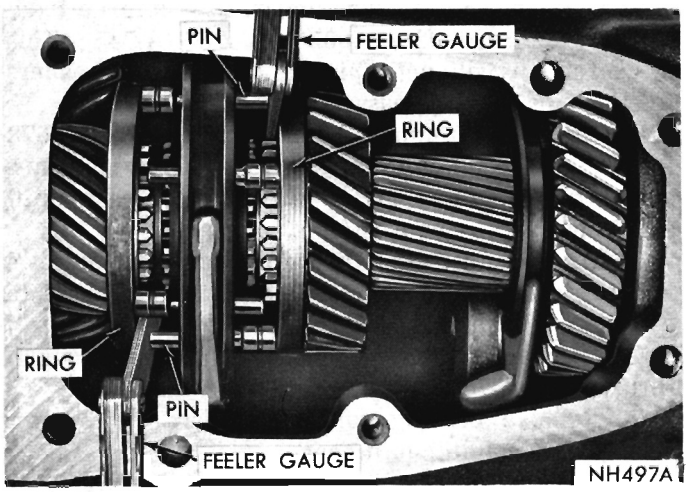

Fig. 20—Measuring Synchronizer "FLOAT"
(2) Using a pair of feeler gauges, measure synchronizer float. The measurement of the "float" should be taken before any further disassembly of transmission.
(3) The synchronizer "float" should be .060 to .117 inch, when measured between synchronizer outer ring pin and opposite synchronizer outer ring (Fig. 20). This measurement must be made on two pins, 180 degrees apart with equal gap on both ends for "float" determination.
(4) There should be a snug fit between pins and outer rings, similar to that obtained when measuring with a micrometer.